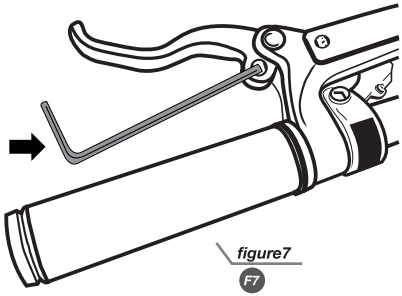

figure7
b. Adjusting from the inside of the lever (figure 7)